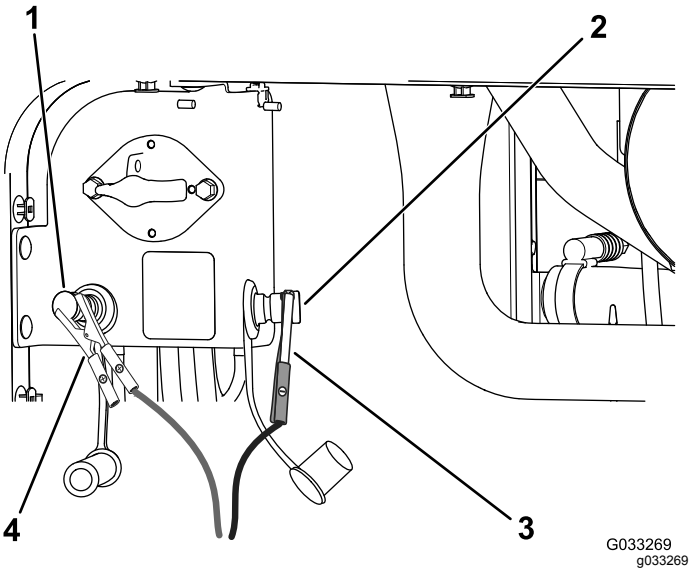

Figur 115
4. Tilslut den positive ledning fra batteriopladeren til batteriets positive startpol (Figur 115).
5. Tilslut den negative ledning fra batteriopladeren til den negative startpol (Figur 115).
7. Når batterierne er fuldt opladede, skal du tage opladeren ud af strømkilden og dernæst frakoble opladningskablerne fra startpolerne (Figur 115).